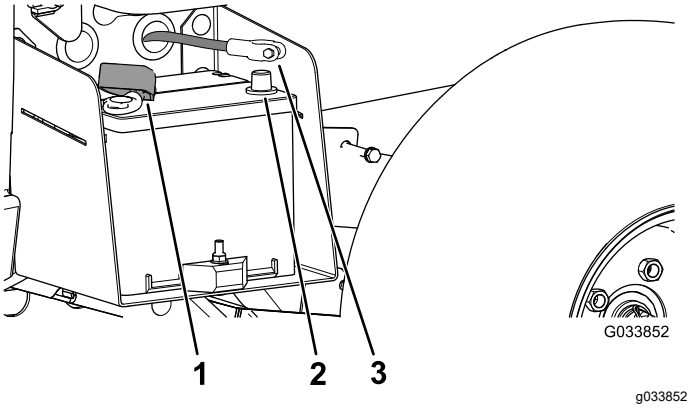

**Figur 5**
3. Anslut batteriets röda pluskabel till plusanslutningen (+) på batteriet och fäst kabeln med skruvarna och muttrarna (Figur 5).